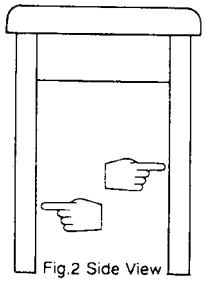

Fig.2 Side View
2) be straight as shown in Fig. 2 when viewed at the side.